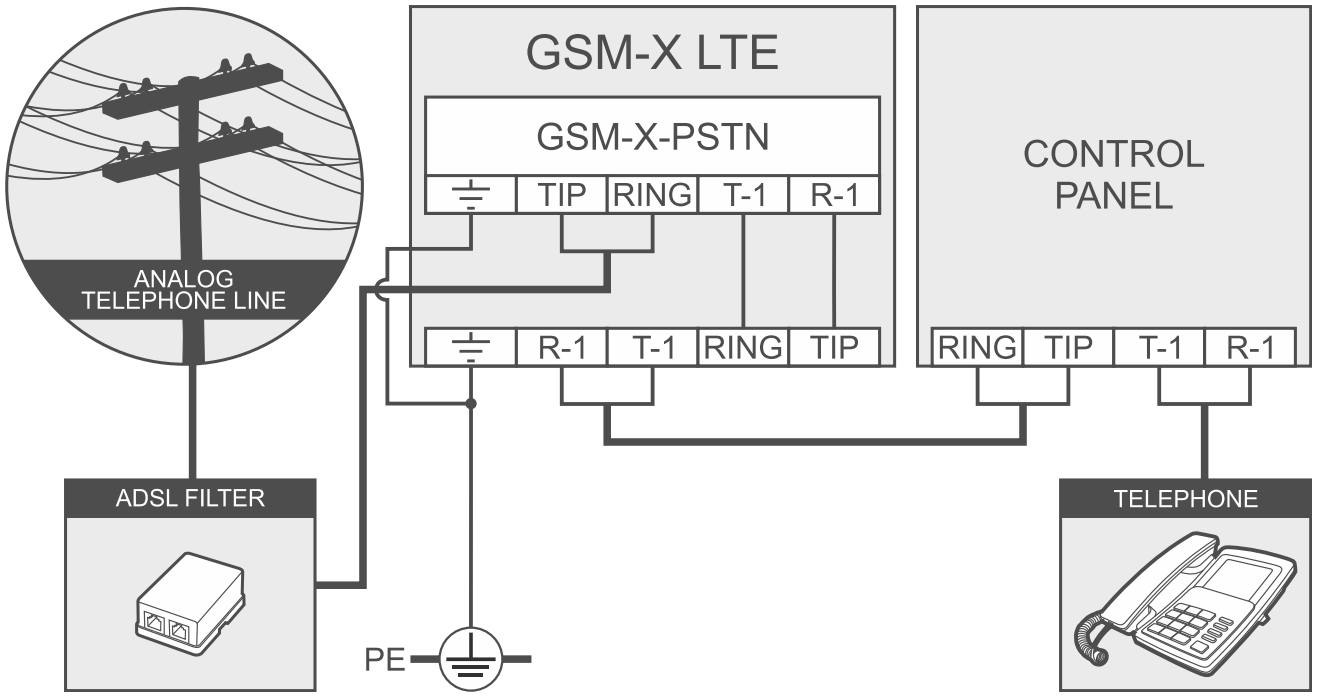

Fig. 22. Connecting the GSM-X-PSTN module to the GSM-X LTE module.
4. Connect terminals T-1 and R-1 of the module to terminals TIP and RING of the GSM-X LTE module (Fig. 22).
5. Connect the incoming telephone line to terminals TIP and RING. If the ADSL service is used on the premises, the module should be connected after the ADSL filter (Fig. 22).
6. Connect terminals T-1 and R-1 of the GSM-X LTE module to terminals TIP and RING of the control panel (Fig. 22). Any telephone located on the premises can be connected to terminals T-1 and R-1 of the control panel.
7. Connect terminals ⏚ of the GSM-X LTE and GSM-X-PSTN modules to the protective earth conductor (PE) of the 230 VAC mains (Fig. 22). To make the connection, use a wire with ≥0.75 mm$^2$ cross-section. Never connect the ⏚ terminal to the neutral conductor (N).